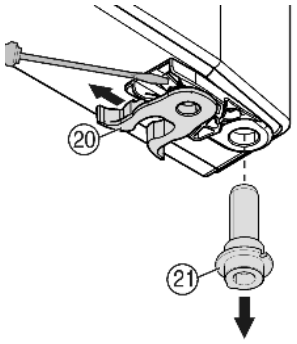

Fig. 10
▶ Transfer the spring clamp *Fig. 10 (20)*: Depress the latch nose and pull the spring clamp off over it.
▶ Pull the bearing pin *Fig. 10 (21)* out of the door bush and transfer it to the opposite side together with the washer. The latch nose must point to the inner side of the door, the notch to the outer side.
▶ Swing the door in at the bottom and insert the bearing pin *Fig. 10 (21)* into the turn hinge. If necessary, turn the bearing pin until it snaps into place.